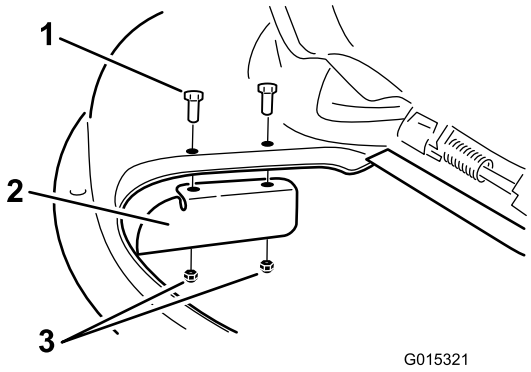

Figuur 33
9. Monteer de keerplaat op het maaidek Figuur 33. Zet de plaat met de twee borgmoeren (5/16 inch) vast aan het maaidek.
3. Verwijder de keerplaat van het maaidek (Figuur 33).